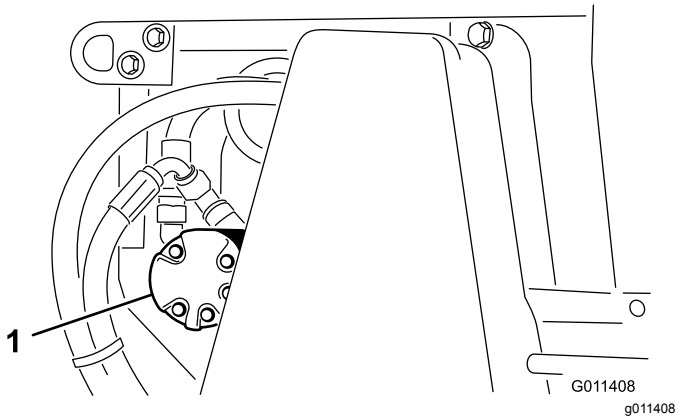

**Figur 23**
2. Løsne mutterne som fester lagerhuset (Figur 23) på venstre side av maskinen.